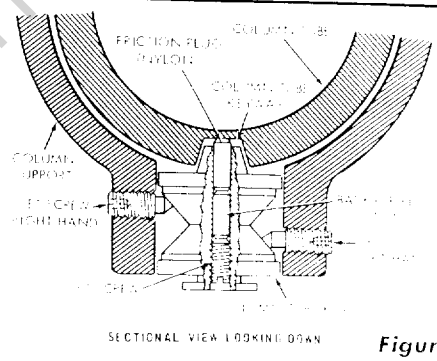

Figure 61
NOTE: Before attempting to adjust the column tube key, the function of this adjustment should be understood. Figure 61 shows a sectional view through the column tube support (looking downward) at the column tube key location. By loosening the left-hand set screw and tightening the right-hand set screw the column tube key will be forced tighter into the column tube keyway. Conversely, loosening the right-hand set screw and tightening the left-hand set screw, will retract the column key out of the column tube keyway. The set screw in outer end of column tube key must be loosened while adjustment is being made and tightened with medium firmness after the adjustment has been completed. This screw applies pressure on the nylon friction plug and provides smoother elevation movement of column tube. This set screw should be tightened to provide maximum smoothness of operation. Right and left positions are given with operator facing the saw — standing in front of saw table.
(1) Loosen the set screw in center of column tube key. (See figure 61.)
(2) Loosen the left-hand set screw 1/4 turn.
(3) Tighten the right-hand set screw.
(4) Tighten left-hand set screw.
(5) Rotate the elevation crank to raise and lower the radial arm. If too tight, loosen the right-hand set screw slightly and check again for smooth operation. When correct, tighten the left-hand set screw.
(6) Tighten the set screw in center of column tube key (figure 61) until smoothest operation is obtained.